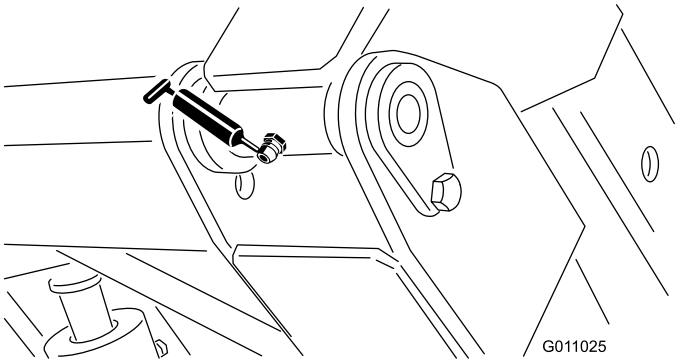

**Figur 32**
- Beholderaksel (øvre) (2) (Figur 32).